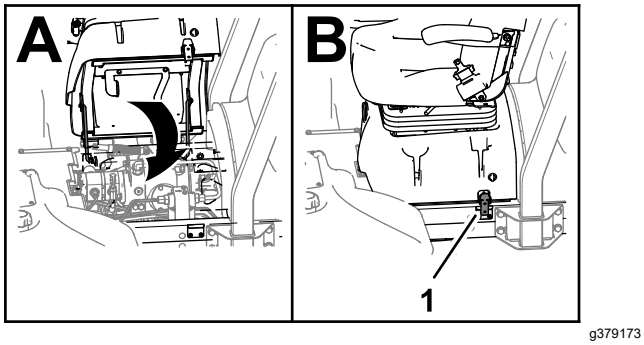

**Figuur 34**
3. Draai de stoel en stoelbasis dicht, en vergrendel de basis (Figuur 34).